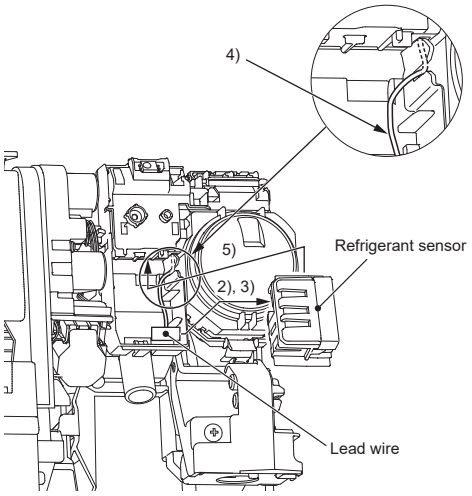

Fig. 1
2) Take out the lead wire. (Fig. 1)
(Fig. 1)